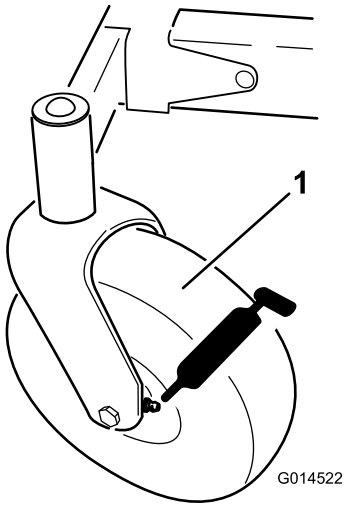
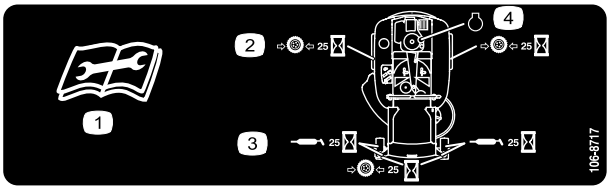

Figur 32
Figur 33
3. Rengør smøreniplerne med en klud (Figur 32 og Figur 33).
4. Monter en fedtpistol på hver nippel (Figur 32 og Figur 33).